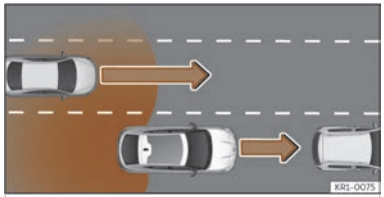

Fig. 154 Dépassement en présence de trafic à l'arrière du véhicule.
- Lorsque le véhicule est dépassé par un autre véhicule ››› **fig. 154**.